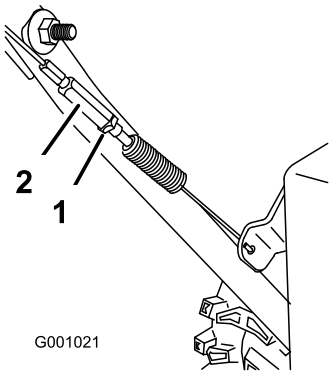

Figur 35
3. Spænd kontramøtrikken (Figur 35).